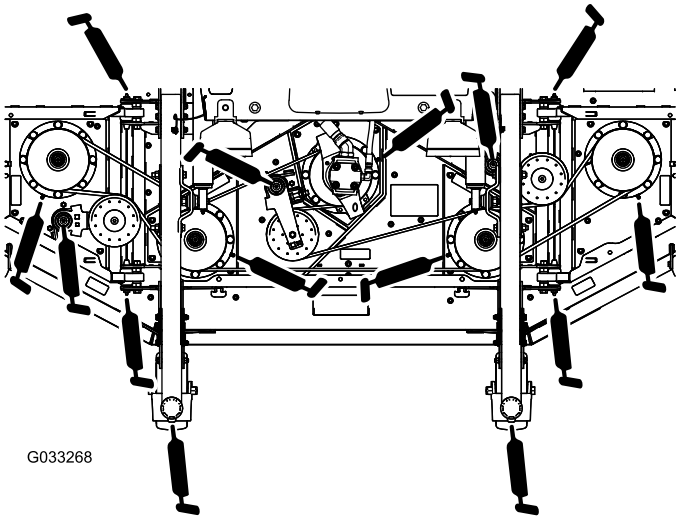

Bild 80
- 2 Laufradgabelbüchsen (Bild 80)
- 5 Spindelwellenlager (im Spindelgehäuse), siehe Bild 80 .
- 3 Spannscheibenarm-Drehbüchsen (die sich auf der die Spannscheibe tragenden Drehgelenkwelle befinden), siehe Bild 80 .
- Vier Drehbüchsen am Seitenmähwerk (die sich an den Lagerbolzen des Seitenmähwerks befinden), wie in Bild 80 abgebildet.